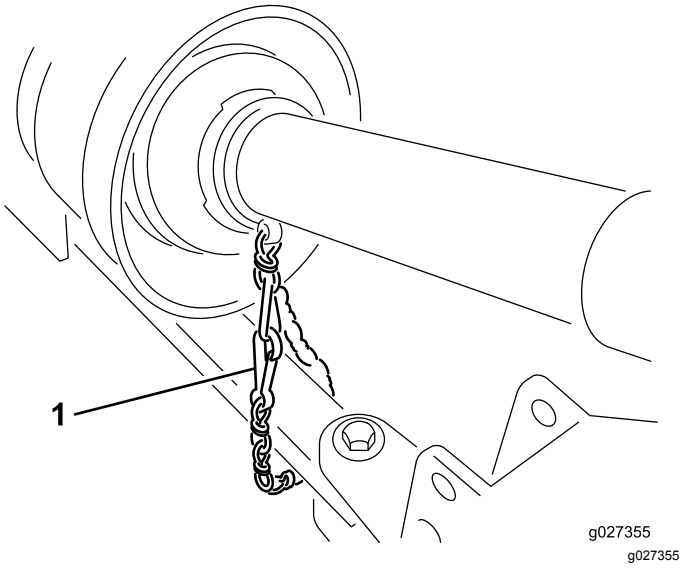

Figura 7
5. Conecte la cadena de seguridad del protector a la unidad de tracción (Figura 7).